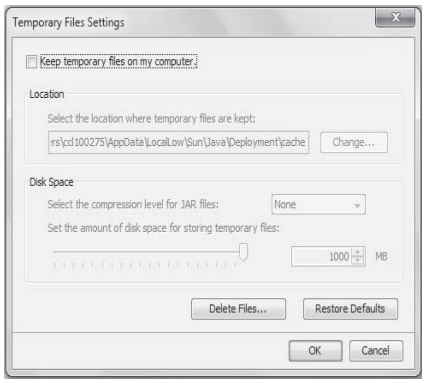

Fig. 69 — Temporary File Settings
- Temporary internet files: In the Java Control Panel, click Settings in the Temporary Internet Files section. Be sure the setting Keep temporary files on my computer is unchecked (clear). See Fig. 69.